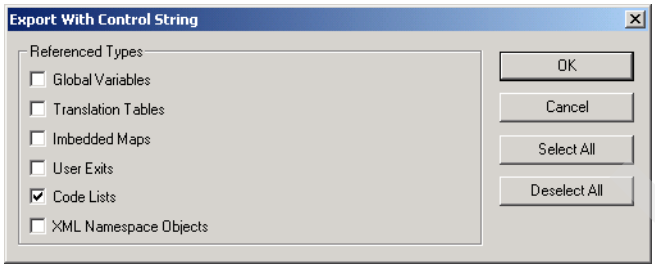

Figure 21-8 Referenced type selection
5. In the Export with Control String window, check **Code Lists** under Referenced Types (Figure 21-8 on page 737), then click **OK**.